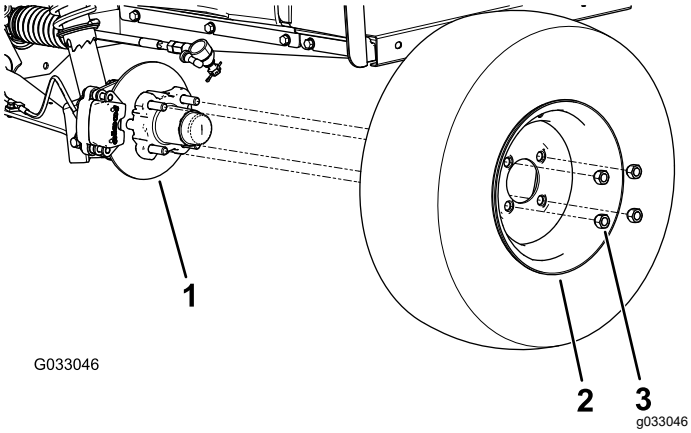

Figur 26
2. Fjern de fire hakemutrene som fester hjulet til navet (Figur 26).
4. Innrett hullene i hjulene med boltene i navet, og monter hjulet til navet med ventilstammen på utsiden (Figur 26).
5. Monter hjulet til navet ved hjelp av hakemutterne (Figur 26).